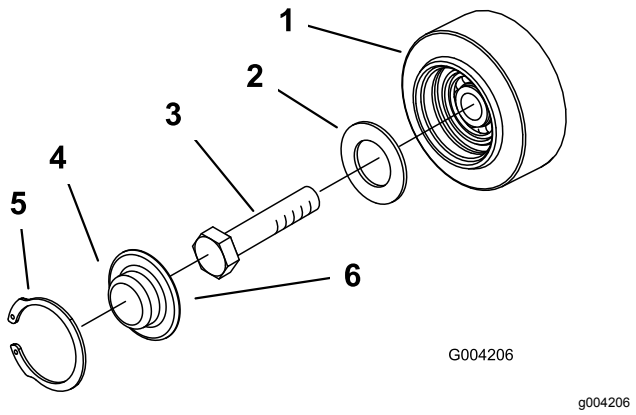

Figur 49
3. Ta bort låsringen och hatten från väghjulet (Figur 49).
4. Kontrollera smörjningen under hatten och runt packningen (Figur 49). Om den är smutsig, sandig eller förbrukad gör du rent så att allt fett försvinner, byter packningen och smörjer igen.